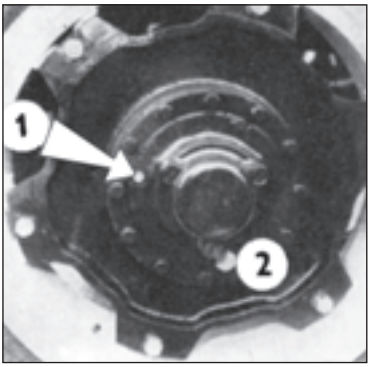

Fig. 214
4. The oil level in the reduction hubs of the front wheels at the heavy front driven axle Zetor 6245, 7245, 7245 Horal and 7745 (Fig. 214/1).
9. Drain the oil from the reduction hub units of a tractor with a heavy front driven axle by unscrewing the plug (Fig. 214/2). This hole is used as an oil filling hole after turning the wheel a little; the bolt (Fig. 214/1) indicates the oil level in the reduction hub after it has been turned into the imaginary horizontal line.